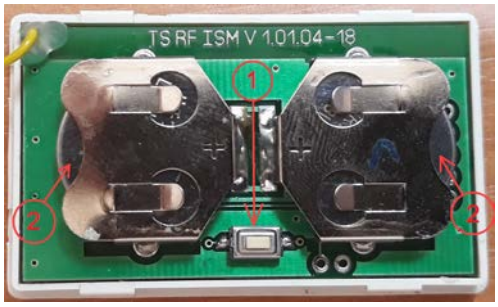

Рис.12
4) установить в передатчик(и) элементы питания (допускается подключение и работа lj двух передатчиков) (см. поз.2 рис.12);
Примечание: Режим программирования передатчиков вводятся снятием питания или нажатием кнопки 1 (рис.12).
12) Перевести датчик в режим программирования путем нажатия и удержания в нажатом состоянии в течение 1…2 сек. кнопки (1) (рис.12). При этом светодиод передатчика начнет мерцать с частотой 2,5 Гц.